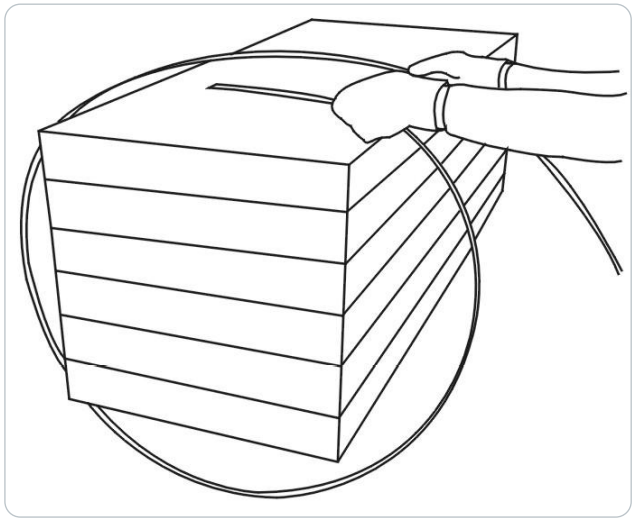

Figura 1
1. Conduzir a cinta à volta da embalagem como indicado na figura 1. A extremidade da precinta deve ser segurada com a mão esquerda e a tensão deve ser aplicada com a mão direita.